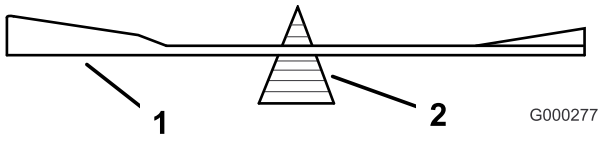
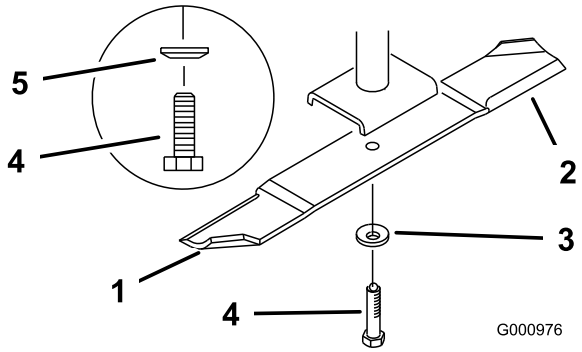

Figuur 74
Figuur 75
2. Verwijder de mesbout, de veerschijf en het mes van de spilas (Figuur 75).
2. Controleer de balans van het mes met een mesbalans (Figuur 74). Als het mes horizontaal blijft, is het in balans en geschikt voor gebruik. Als het mes niet in balans is, moet u wat metaal afvijlen van het uiteinde van de wiek (Figuur 75). Herhaal dit indien nodig totdat het mes in balans is.
1. Monteer het mes op de as (Figuur 75).
2. Monteer de veerschijf en de mesbout. De conus van de veerschijf moet worden gemonteerd op de boutkop (Figuur 75). Draai de mesbout vast met een torsie van 115–150 Nm.